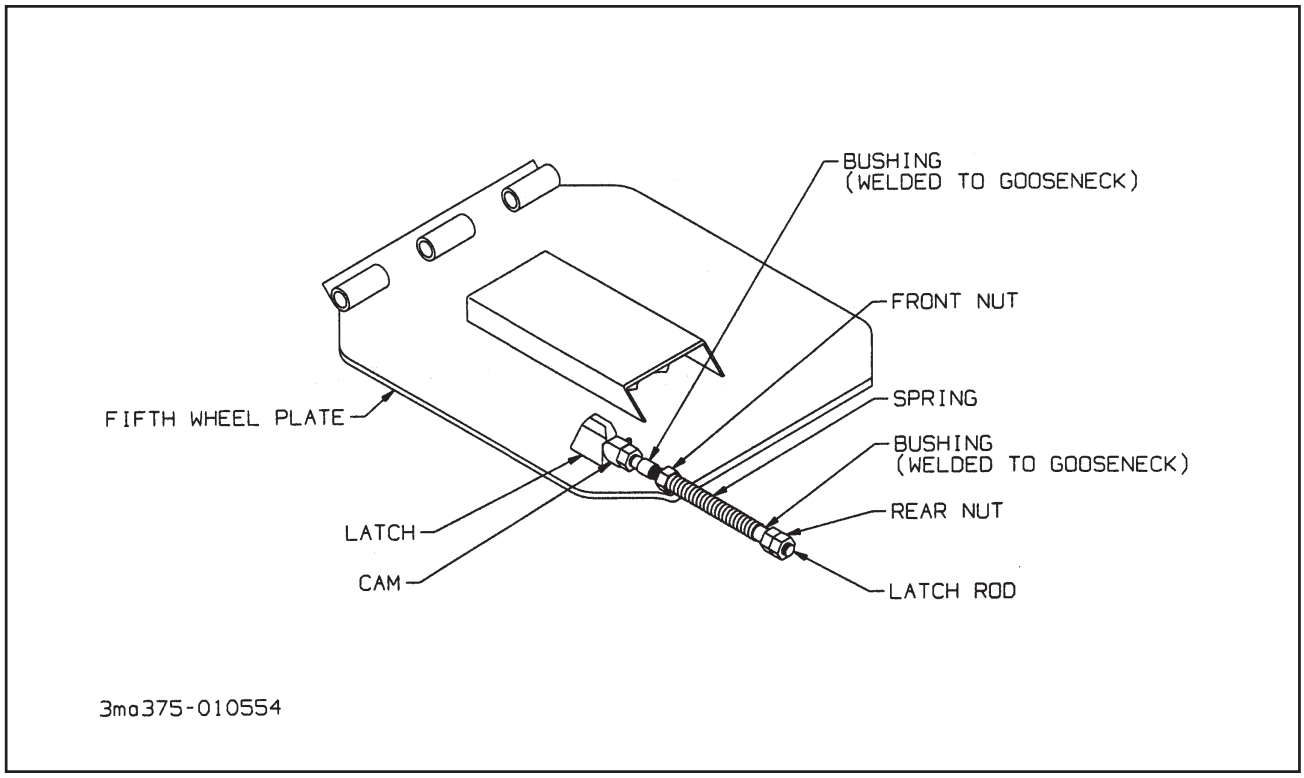

Figure 4-2 Fifth Wheel Latch Adjustment
a. To adjust fifth wheel latch assembly, support fifth wheel plate and adjust rear nut until the cam just touches the flat surface on the latch **(See Figure 4-2).**